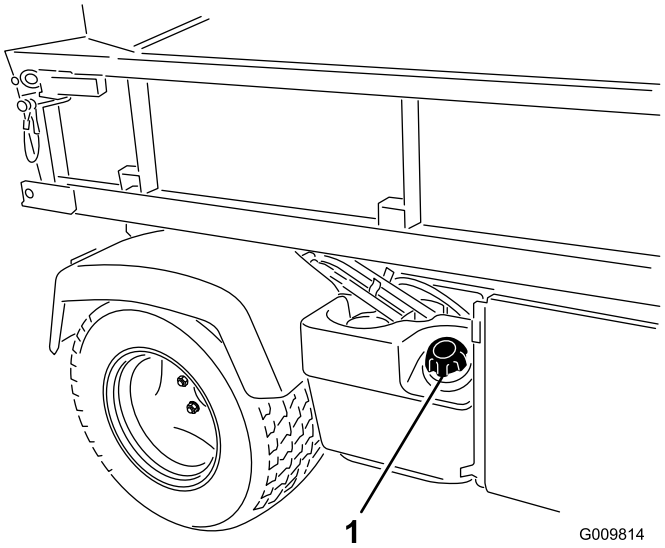

Figuur 15
2. Verwijder de dop van de brandstoftank (Figuur 15).